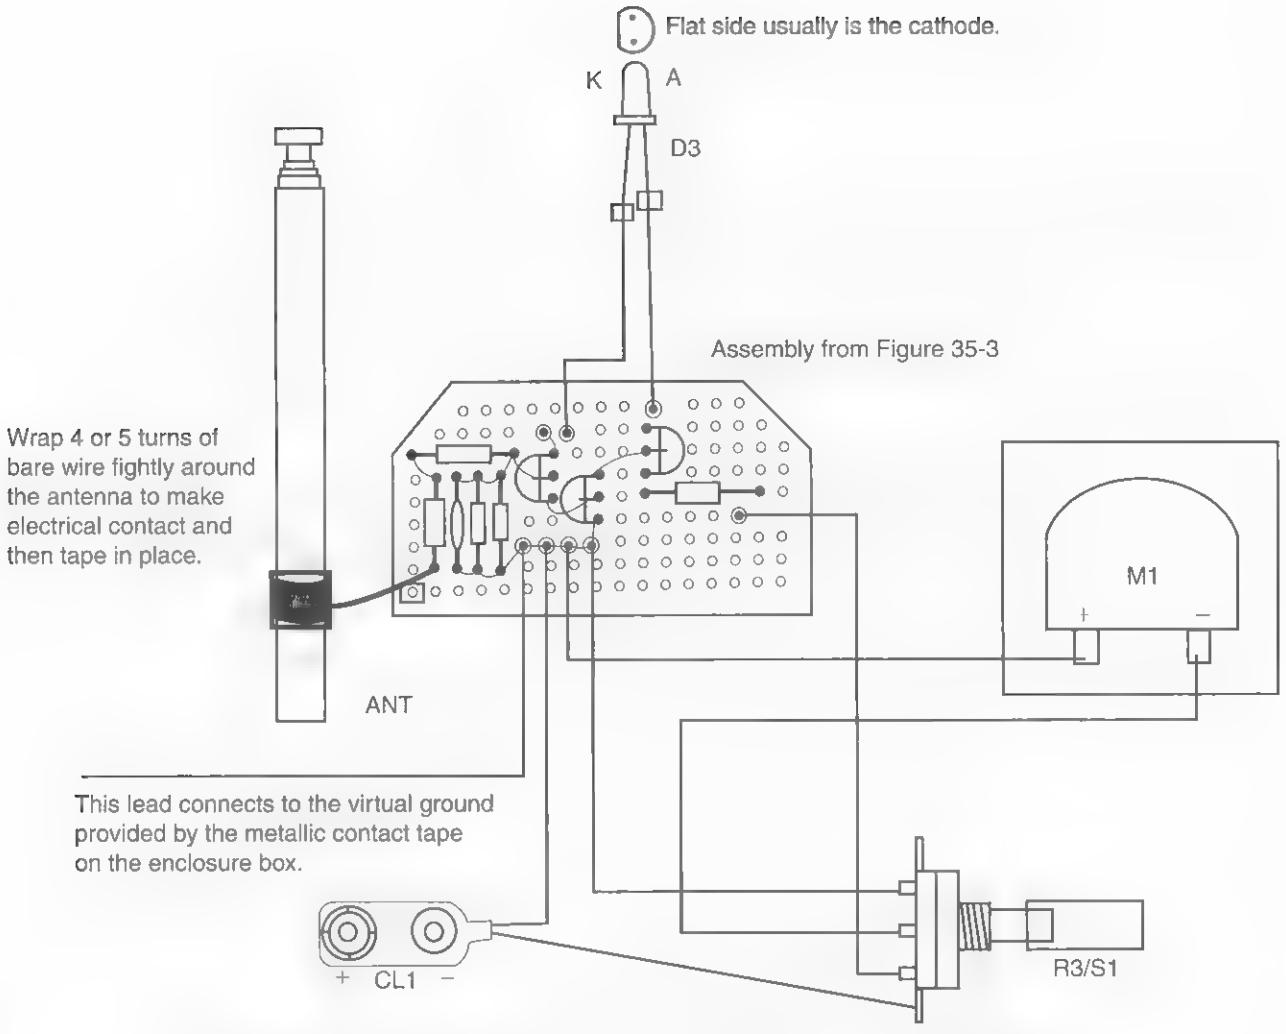

Figure 38-4 *Final wiring and assembly*
3. Attach the external leads and components as shown in Figure 38-4.